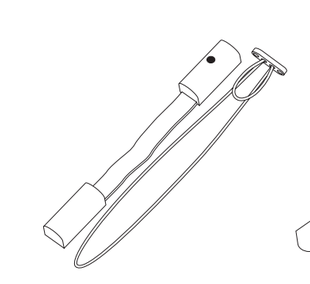

Figure 2
7. With the 2.7 mm passing pin still in place and measuring directly off the drill bit at the entrance of the tibial tunnel, drill the femoral socket to a depth matching the overall length of the bone-tendon-bone graft (A).
8. With the endoscopic cannulated drill bit pushed against the back wall of the femoral socket, directly read the measurement off the drill bit at the base of the femoral socket (B) and place a corresponding "blue line" on the graft. Place a second blue line 10 mm distal.
9. Drill the femoral socket an additional 10 mm minimum (C) to allow the ENDOBUTTON CL BTB Fixation Device to be rotated once passed.
11. Measure the total femoral channel length using the Smith & Nephew ENDOBUTTON Depth Probe (D). This distance corresponds to the distance from the ENDOBUTTON Device to the first "blue line" on the graft.
12. Position the graft on the the GRAFTMASTER° II ENDOBUTTON Holder so the first "blue line" aligns at the above specified distance (D).
14. Pass the continuous loop through the 2 mm drill hole in the femoral bone block of the bone-tendon-bone graft and attach it to the ENDOBUTTON Device (reference Figures 2–6). If desired, pretensioning may be standardized by utilizing the Smith & Nephew Suture Vise with Tensiometer and a #5 polyester braided suture passed through the tibial bone block.